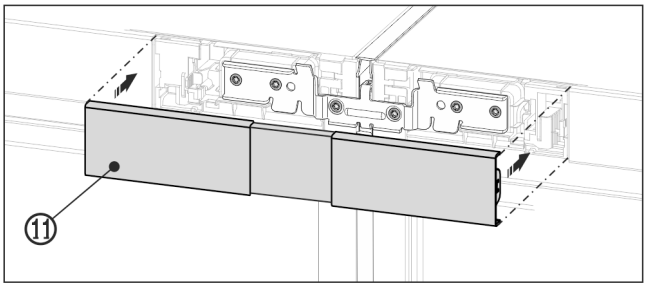

Fig. 24 Zobrazení příkladu
▶ Horní kryt *Fig. 24 (11)* zatlačte do západek ještě otevřeného prostoru mezi oběma ovládacími panely. Dbejte na to, aby vnější strany krytu lícovaly s krytkami ovládacích panelů.